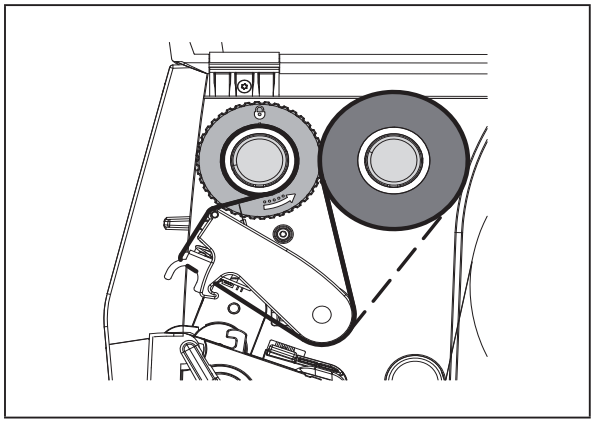

Abbildung 13 Transferfolienlauf
- ▶ Position des Randstellers auf dem Aufwickler an Breite des Folienkerns (4) anpassen und Folienkern auf den Aufwickler (2) schieben.
- ▶ Transferfolie wie in „Abbildung 13 Transferfolienlauf“ durch die Druckbaugruppe führen.